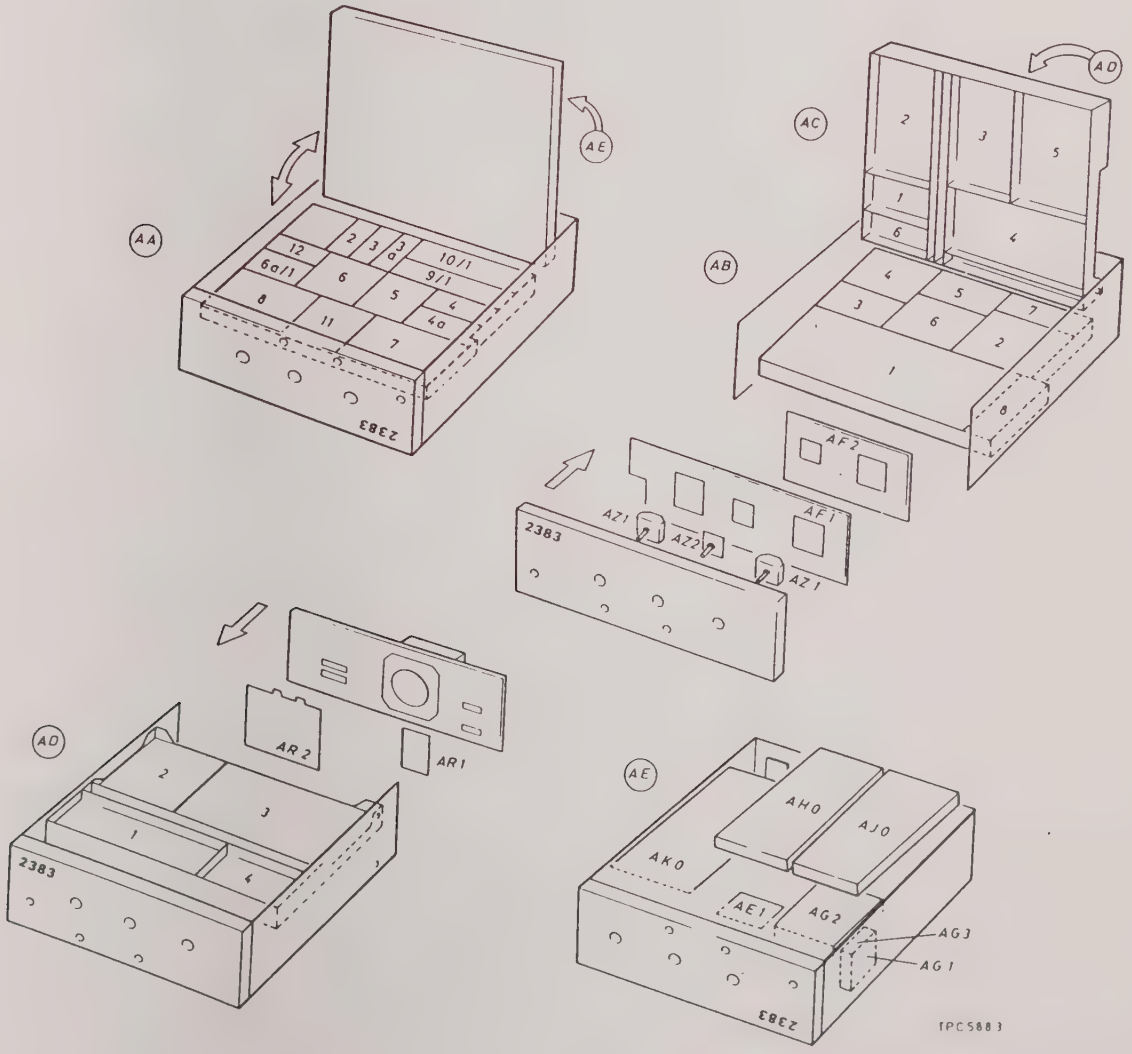

Fig. 1 Location of trays and boards, with the top and bottom trays shown opened out in the optional position.
Of these, the centre tray is fixed in position while the top and bottom trays are both hinged at the rear and may be opened out. This is only necessary for access to AA0, AB0, AC0 or to the front panel boards AF1 and AF2. The trays, opened out in the optional servicing position, together with their boards, are shown in Fig. 1.
12. Most boards are protected and screened by metal lids. For access to these boards, lift off the lids after removing all retaining screws. When replacing a lid, ensure that the gasket is correctly fitted. The positions of the boards within their trays are shown in Fig. 1.